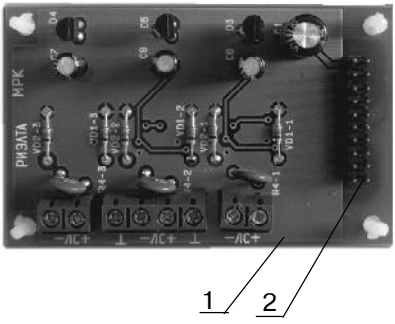

Рисунок 123
Основными элементами конструкции МРК-А (рисунок 123) являются: печатная плата (1), разъем для подключения к ПЦП БСИ-А (2).